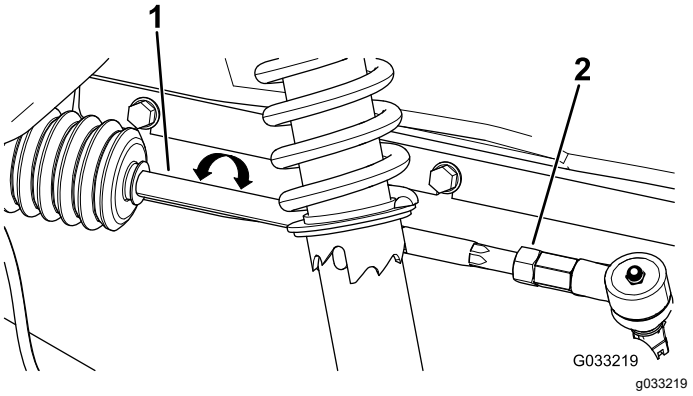

Figur 49
2. Hvis målene ikke faller innenfor 0 til 6 mm, løsne låsemutteren i den ytre enden av parallellstagene (Figur 49).